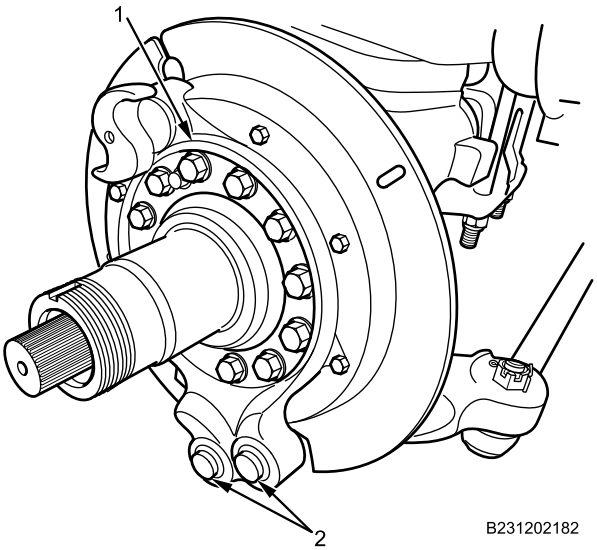

Figure 3. Anchor Pin.
2. Install two anchor pins (Figure 3, Item 2) into spider assembly (Figure 3, Item 1).